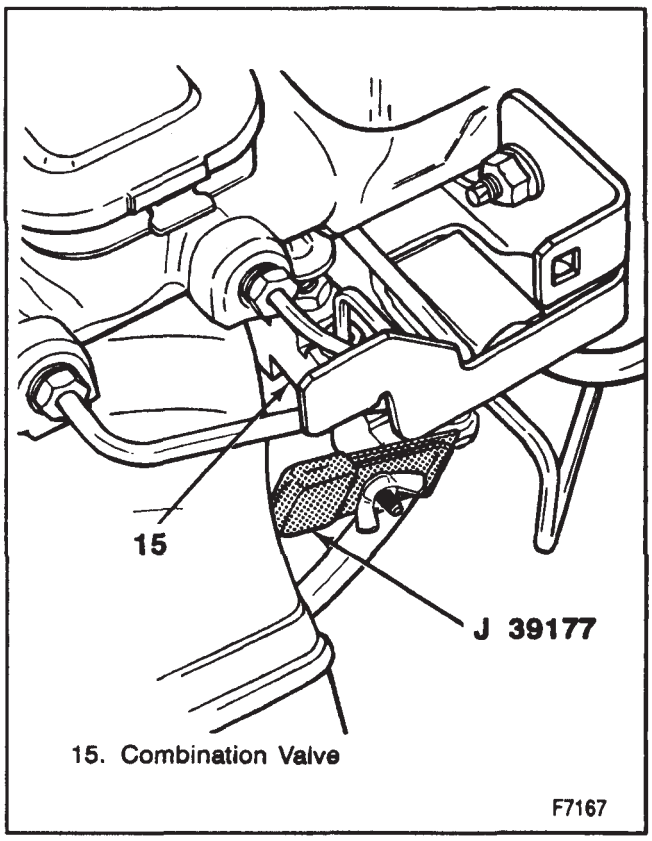

Figure 4—Combination Valve Pressure Bleeding Tool
3. Use J 39177 to depress and hold the valve stem on the combination valve (figure 4).